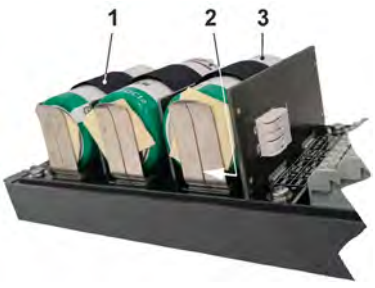

Fig. 25-1 SIM Card Slot (here: in enclosure S - special design)
2. Unthread the eyelet strap (Fig. 25-1 Pos. 1) and remove the battery (Fig. 25-1 Pos. 3) from the battery holder on the separating wall as described in chapter "48.1 Battery Replacement".
The SIM card slot (Fig. 25-1 Pos. 2) is accessible.